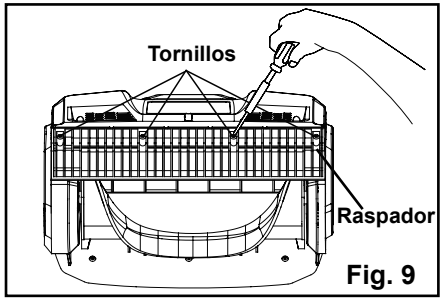

Fig. 9
- Con un desatornillador en cruz quite los cuatro (4) tornillos que se encuentran debajo del impulsor y que aseguran el raspador a la carcasa. (Fig. 9).